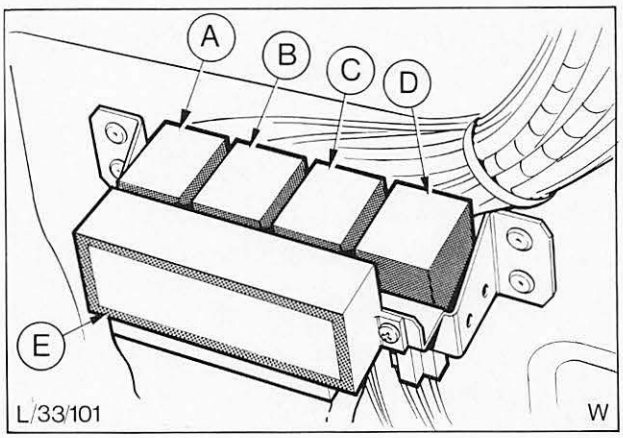

Abb. 37 Zusatz-/Relaiskasten – Fahrgastraum
2. Das in Frage kommende Relais je nach Relaistyp entweder herausschrauben oder aus der Klemmhalterung lösen, Abb. 37 und 38.